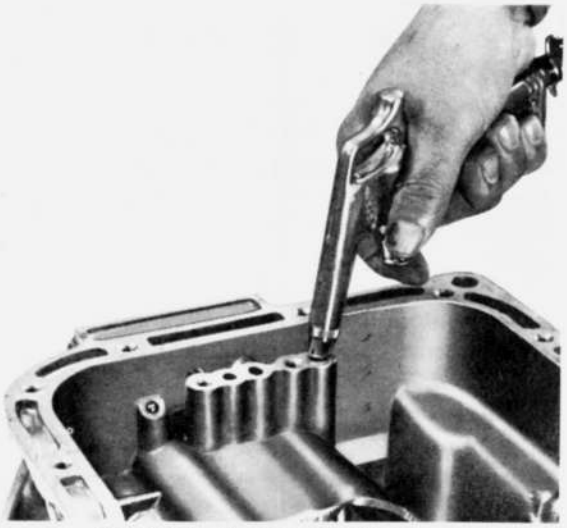

Fig. 2-27 Blowing out piston
13. Check the operation of the low and reverse brake by blowing air into the oil hole as shown in Fig. 2-27.